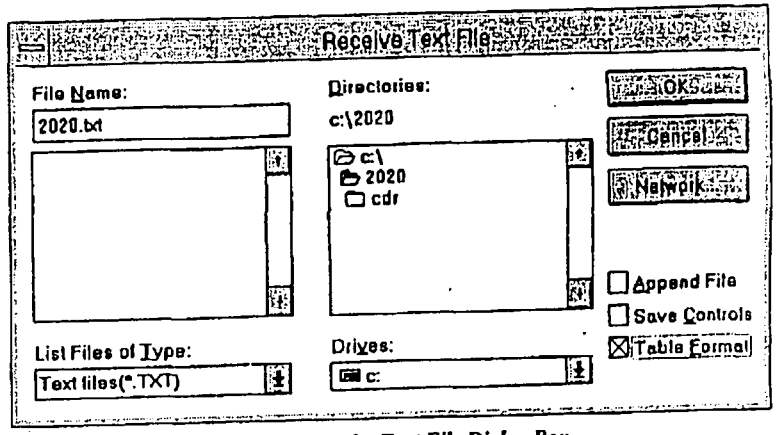

Figure 14 Terminal Program's Transfer Text File Dialog Box
4. Open the Transfers Window and select Receive Text File. A Receive Text File dialog box will open. See Figure 14.